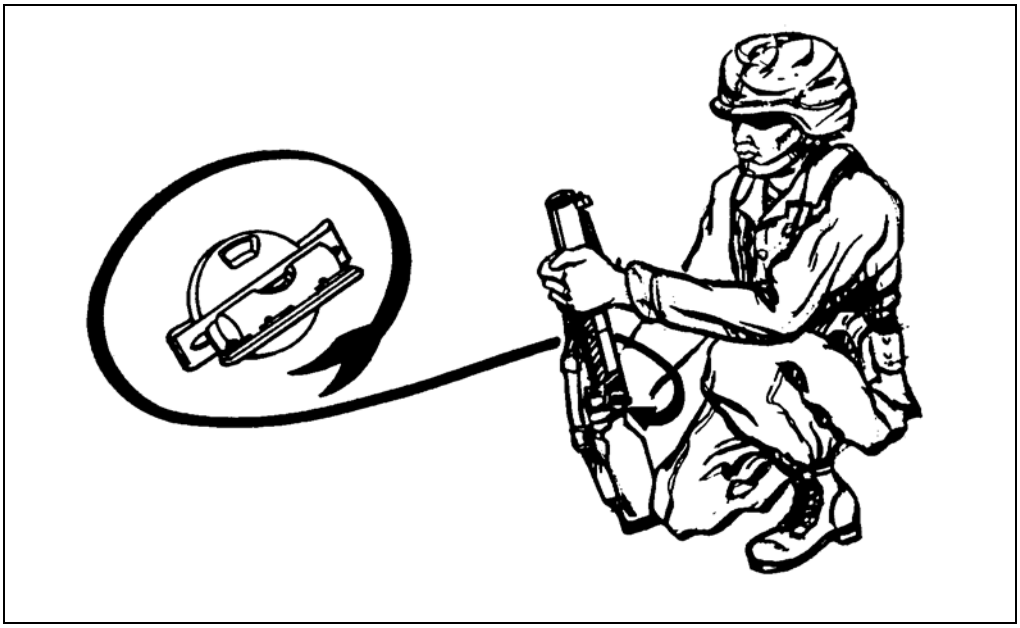

Figure A-23. Using the M5 rifle grenade sight.
b. **Sighting System**. The standard sight assembly is graduated up to 375 meters, which corresponds to a 32-degree elevation. However, you can raise the rear sight carrier to increase elevation to up to 40 degrees. The rear sight cannot be used at greater elevations. The most accurate way to fire the M79 grenade launcher in the indirect fire mode is to attach an M15 rifle grenade sight to the weapon's stock (Figure A-23). This sight consists of a mounting scale plate and sight bar assembly.